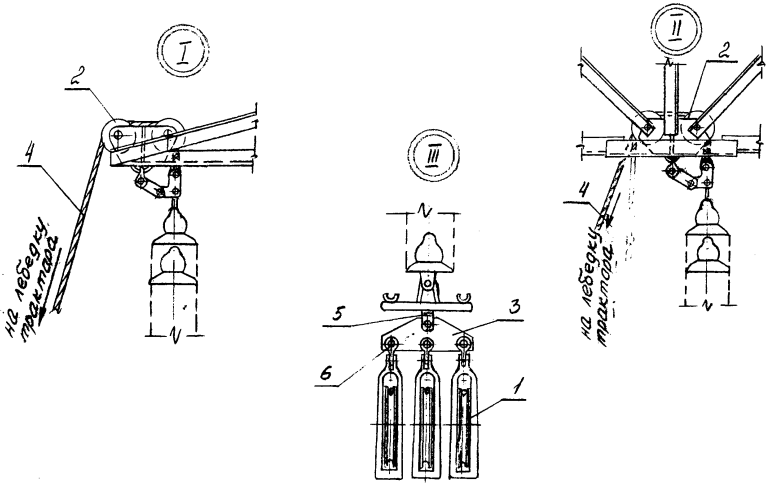

Рис. 5-3. Подъем проводов в раскаточных роликах с гирляндой изоляторов на промежуточную опору
2.3.8. Закрепить гирлянды на траверсе, как это показано на рис. 5-3.